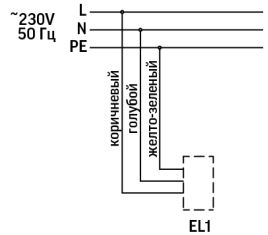

Рисунок 1
- Электрическое подключение светильника осуществляется через клеммную колодку, установленную на внутренней поверхности корпуса светильника. Подключите сетевой провод к контактам клеммной колодки светильника строго в соответствии с маркировкой и схемой подключения (Рисунок 1). Сечение проводников кабеля должно быть не более 2,5 мм². Важно! ЗАЗЕМЛИТЕ СВЕТИЛЬНИК!